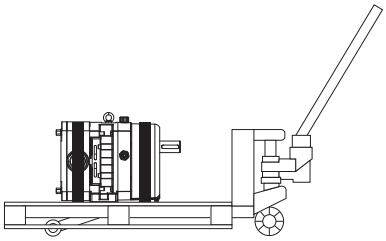

*Fig. 40 Trasporto con transpallet*
► Verificare se la pompa è fissata in modo sufficiente sul pallet. Esempio con cinghie *Fig. 40 «Trasporto con transpallet», pagina 35*.